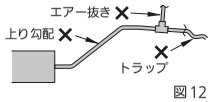

図12
- 接続部より上り勾配で配管しないでください。（図12）
- エアー抜き管は付けないでください。（図12）